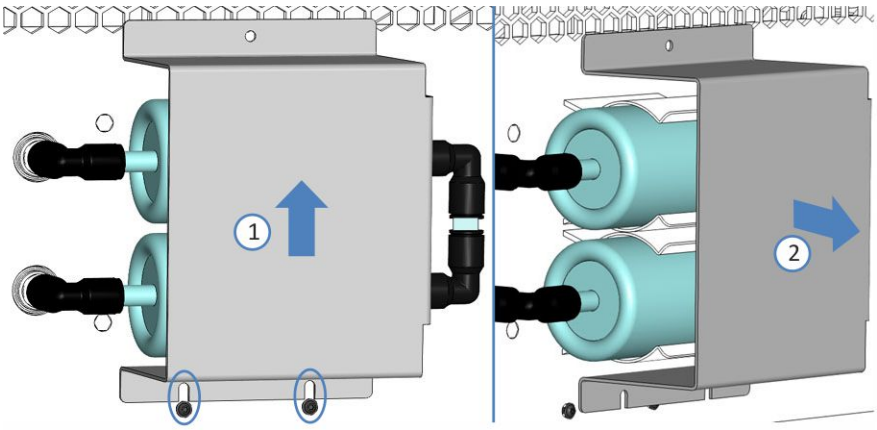

Figure 31: Removing the protective cover
3. Push the protective cover upward to release it from the two bottom screws (no. 1 in Figure 31). Lift the protective cover away from the front panel (no. 2 in Figure 31).